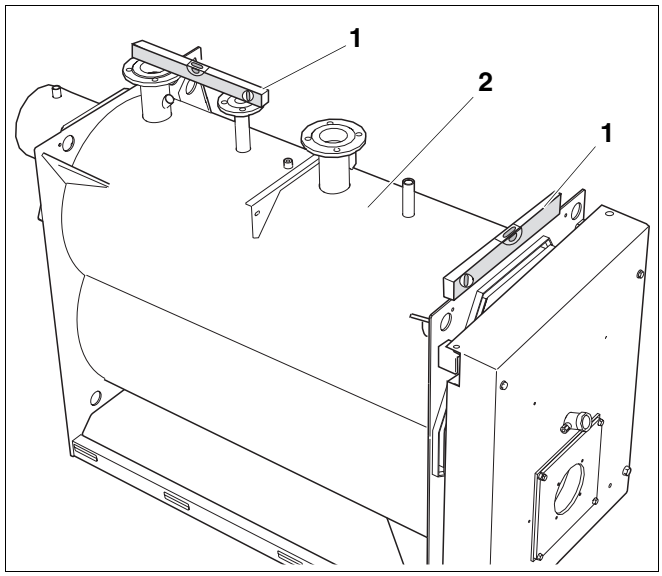

Rys. 7 Wypoziomowanie kotła grzewczego
Ustawienie kotła grzewczego (rys. 7, **poz. 2**) należy wyrównać w pionie i poziomie, aby nie dopuścić do gromadzenia się w nim powietrza.
- Wyrównać ustawienie kotła grzewczego (rys. 7, **poz. 2**) przy pomocy poziomicy (rys. 7, **poz. 1**) w pionie i poziomie w sposób przedstawiony na rys. 7.